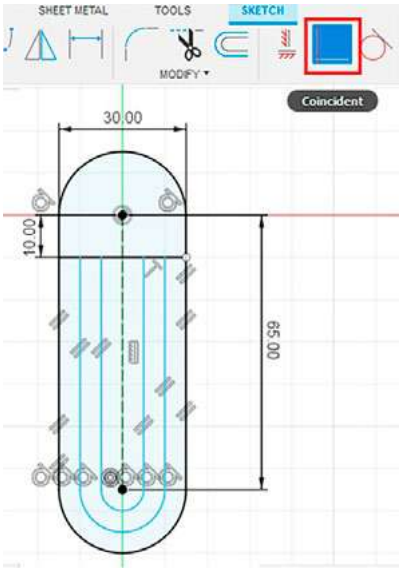

Рис. 9
2.8. Привяжите свободные концы слотов (голубого цвета) к горизонтальной линии с помощью инструмента COINCIDENT. Для этого выберите инструмент COINCIDENT, затем кликом мыши укажите точку, которую нужно привязать, далее укажите на линию, к которой необходимо эту точку привязать (рис. 9).